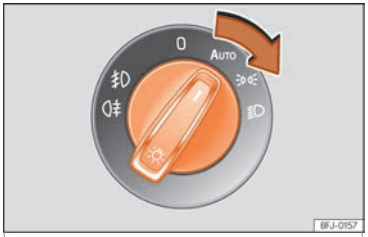

Abb. 112 Instrumententafel: Lichtschalter.
- Lichtschalter in die gewünschte Position drehen ››› **Abb. 112**.